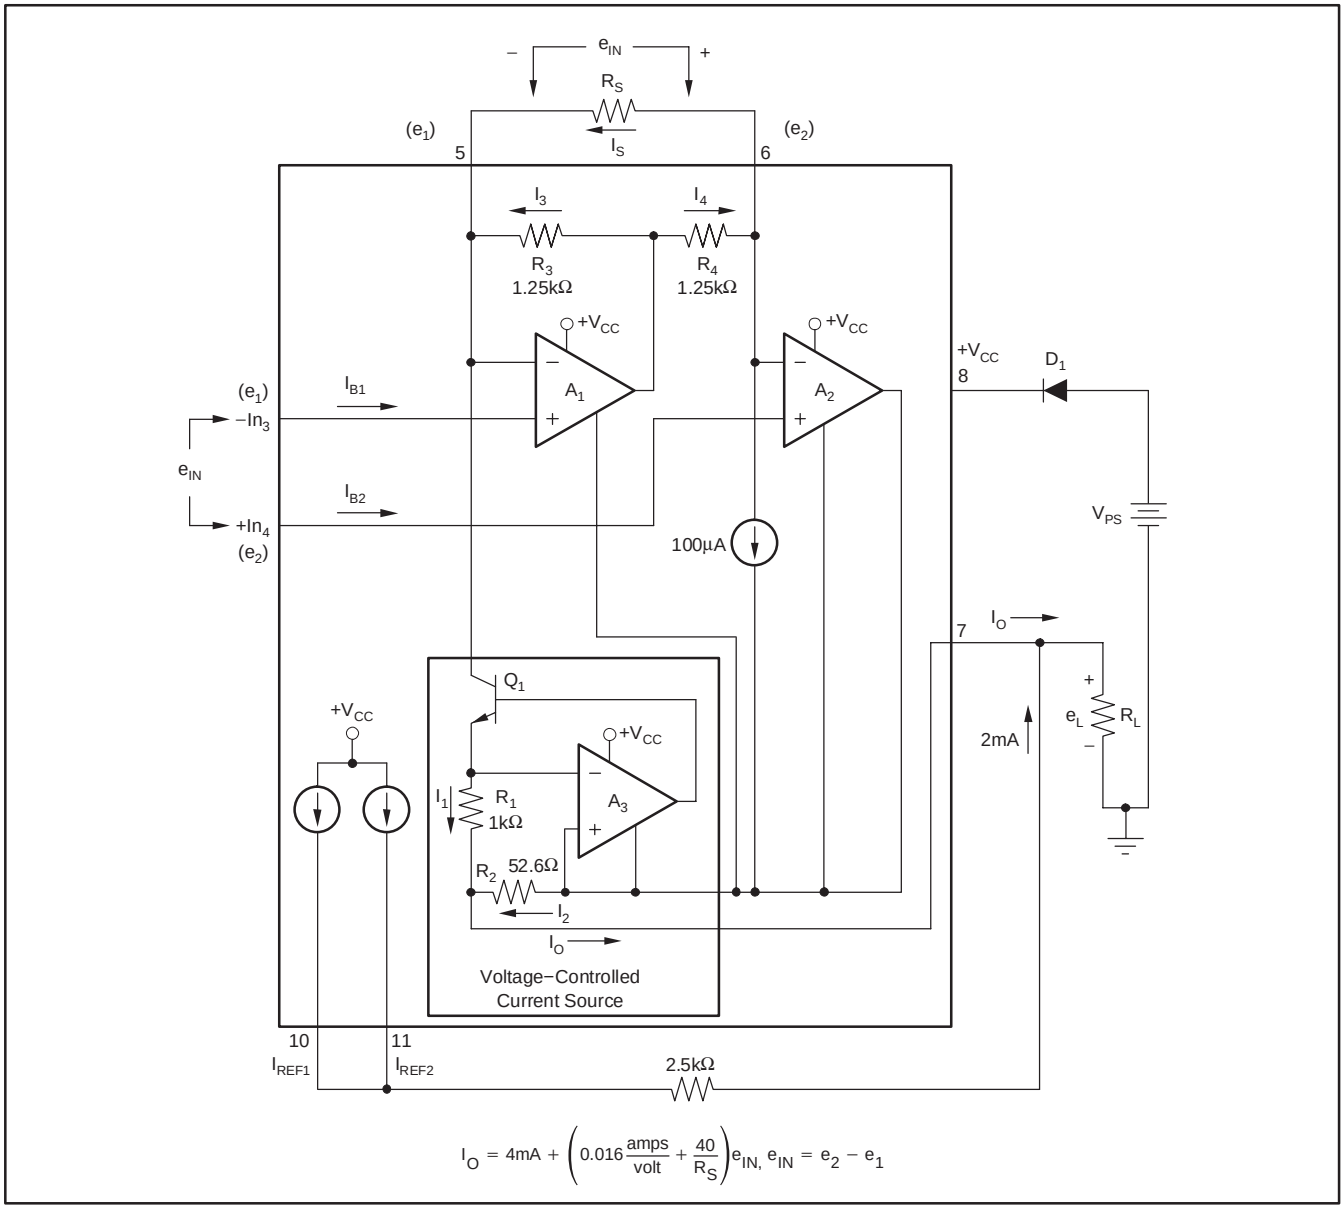

Figure 1. Simplified Schematic of the XTR101
A simplified schematic of the XTR101 is shown in Figure 1. Basically, the amplifiers A_1 and A_2 act as a single power-supply instrumentation amplifier controlling a current source, A_3 and Q_1. Operation is determined by an internal feedback loop. e_1 applied to pin 3 will also appear at pin 5, and similarly, e_2 will appear at pin 6. Therefore, the current in R_S (the span setting resistor) will be $I_S = (e_2 - e_1)/R_S = e_{IN}/R_S$. This current combines with the current I_3 to form I_1. The circuit is configured such that I_2 is 19 times I_1. From this point, the derivation of the transfer function is straightforward but lengthy. The result is shown in Figure 1.
See Figure 1 for the basic connection of the XTR101. A difference voltage applied between input pins 3 and 4 will cause a current of 4-20mA to circulate in the two-wire output loop (through R_L, V_{PS}, and D_1). For applications requiring moderate accuracy, the XTR101 operates very cost-effectively with just its internal drive transistor. For more demanding applications (high accuracy in high gain), an external NPN transistor can be added in parallel with the internal one. This keeps the heat out of the XTR101 package and minimizes thermal feedback to the input stage. Also, in such applications where the e_{IN} full-scale is small (< 50mV) and R_{SPAN} is small (< 150Ω), caution should be taken to consider errors from the external span circuit plus high amplification of offset drift and noise.
7. It is recommended that a reverse polarity protection diode (D_1 in Figure 1) be used. This will prevent damage to the XTR101 caused by a momentary (such as a transient) or long-term application of the wrong polarity of voltage between pins 7 and 8.